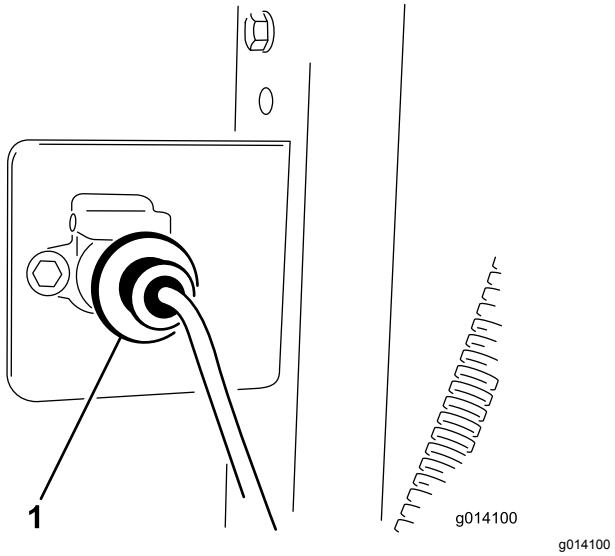

Rysunek 10
3. Przymocuj gniazdo wiązki przewodów do wspornika za pomocą 2 śrub (¼ x 1 cal) i nakrętek (Rysunek 10).
5. Podłącz wiązkę przewodów stacji bazowej do wiązki przewodów pojazdu holowniczego (Rysunek 10). Złącze znajduje się pomiędzy przewodami hydraulicznymi podłączonymi do pojazdu holowniczego.